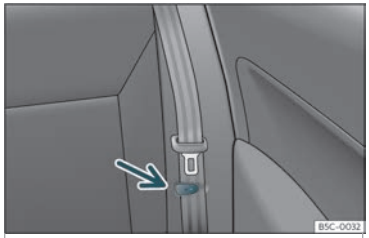

Abb. 101 Rücksitz: Bügel zum Halten des Sicherheitsgurtes.
- Befestigen Sie die seitlichen Sicherheitsgurte am Halter der Verkleidung ››› **Abb. 101**.